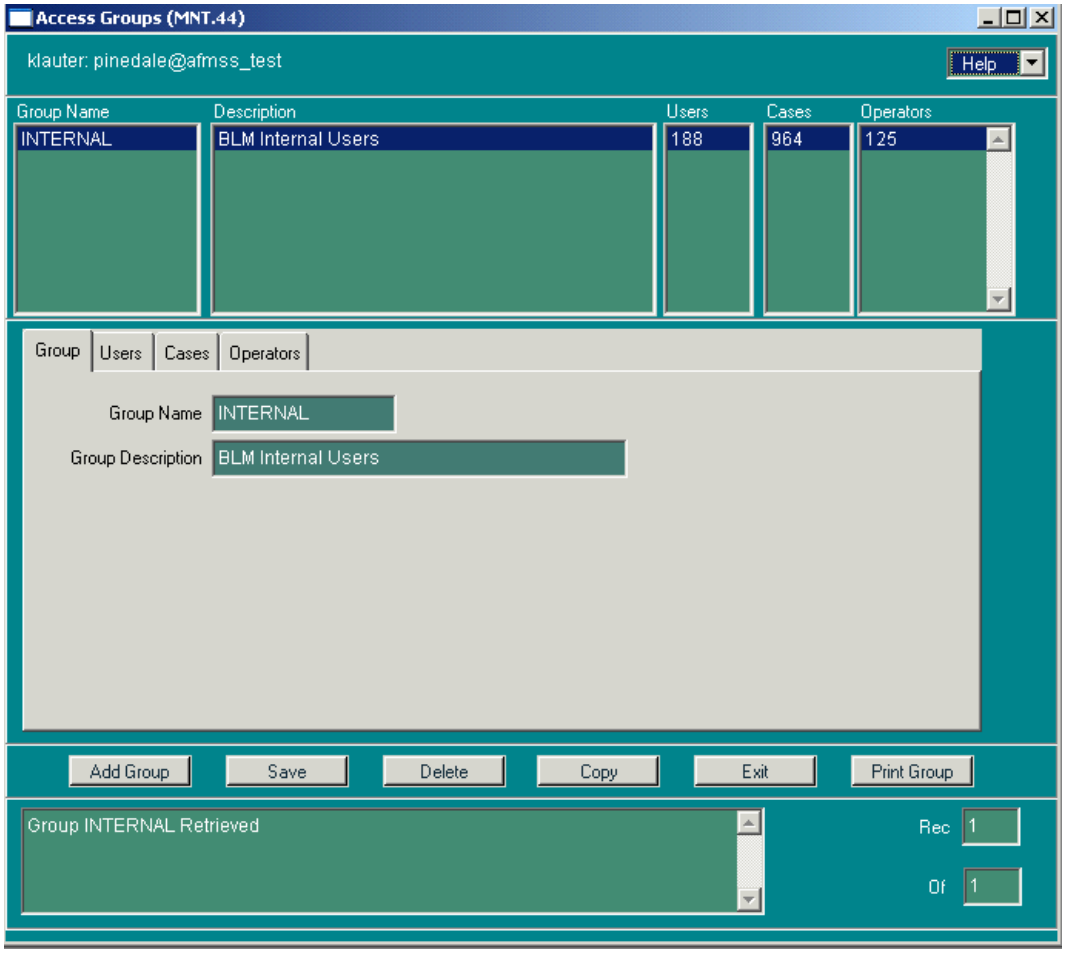

Figure 5-11: Access Groups (MNT.44) Window
1. Open the *Non-Indian AFMSS Main Menu*, select **User Support**, and click on **Access Groups** to launch the *Access Groups (MNT.44)* window (Figure 5-11).